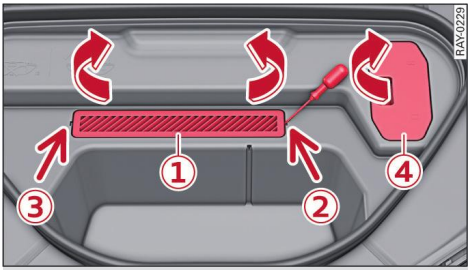
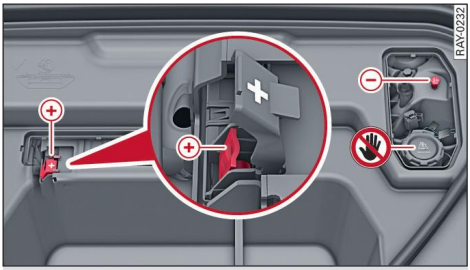

Fig. 140 Front compartment: Covers for charging terminals: ① positive battery terminal / ④ earth point
Fig. 141 Front compartment: Terminals for jump leads or battery charger
- Take off the covers ① and ④ ⇨ *Fig. 140*.
- Use a screwdriver to remove the cover ①. Position the screwdriver at ② and lift the cover slightly. Repeat this process at ③ and remove the cover.
- Open the cap on the positive terminal (+) ⇨ *Fig. 141*.
- Put the two covers ① and ④ back on.